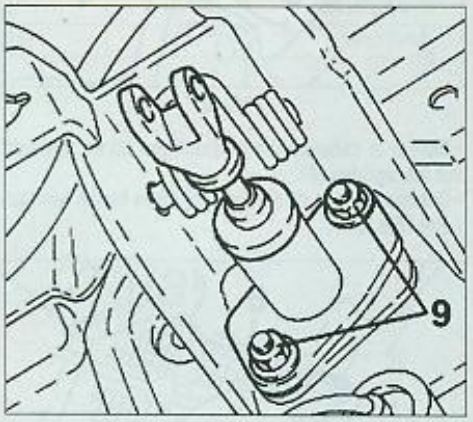

FIG. 6
• Déposer les 2 écrous de fixation (9) du cylindre émetteur (**Fig.6**).